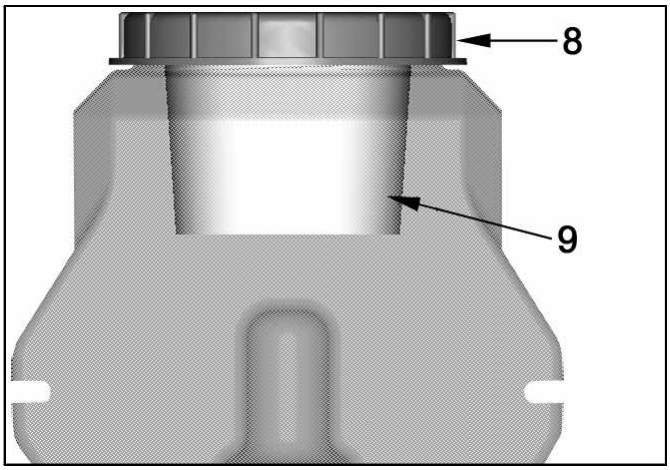

Fig. 5 Filling of the 5-liter reservoir
- shall regularly be filled with clean oil through the filter insert 9 (Fig. 5)
- Should the oil level be too low, open the reservoir cover 8 (Fig. 5).